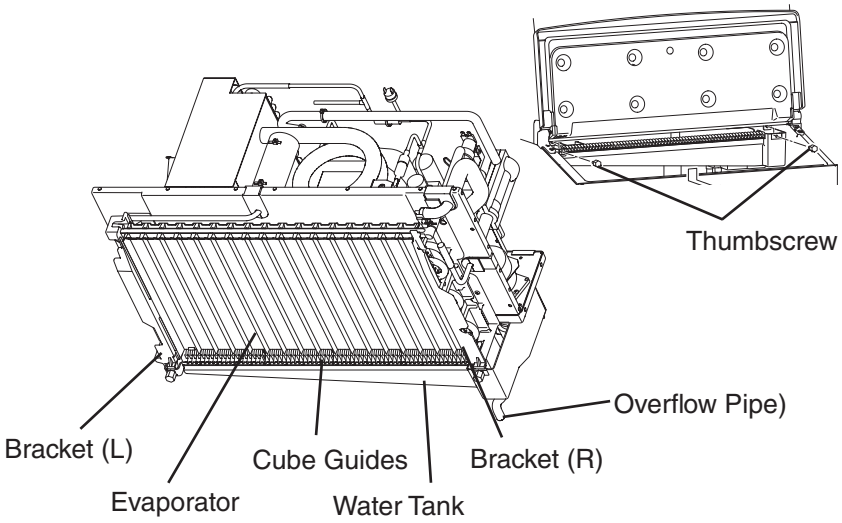

Fig. 8
16) Disconnect the overflow pipe. Next, remove the water tank by removing the two thumbscrews and pulling the tank towards you slightly and pushing it down. Be careful to avoid breakage when handling the parts. See Fig. 8.